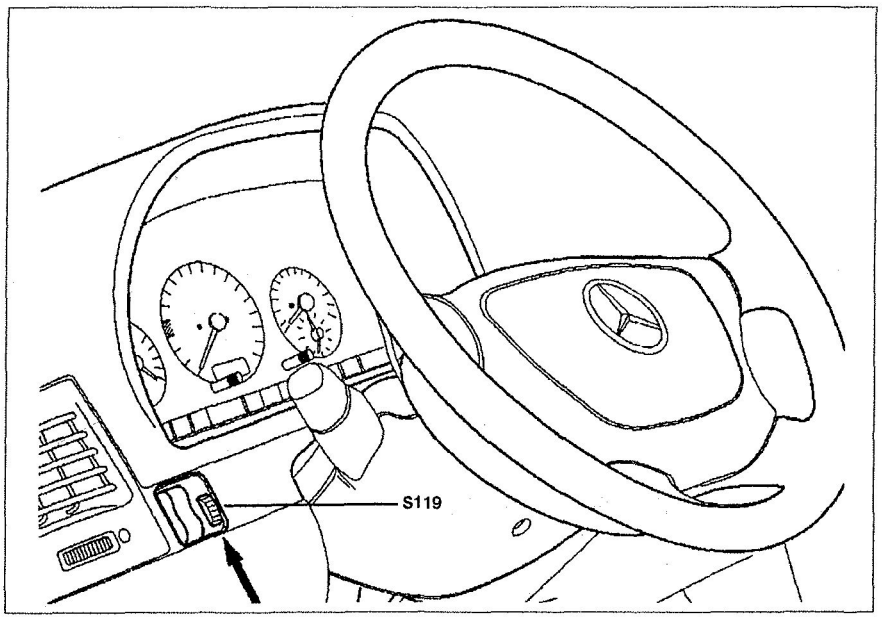

Рис. 10.20. Выключатель противотуманных фар S119.
4. Снимите выключатель **S119** (см.рис.10.20).